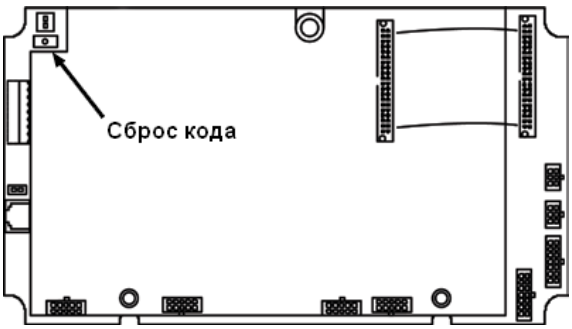

Рисунок 3- 2
3. Включить питание, привести детектор в рабочее состояние, нажать и удерживать нажатой кнопку ACCESS CODE RESET десять секунд (См. Рисунок 3- 2).